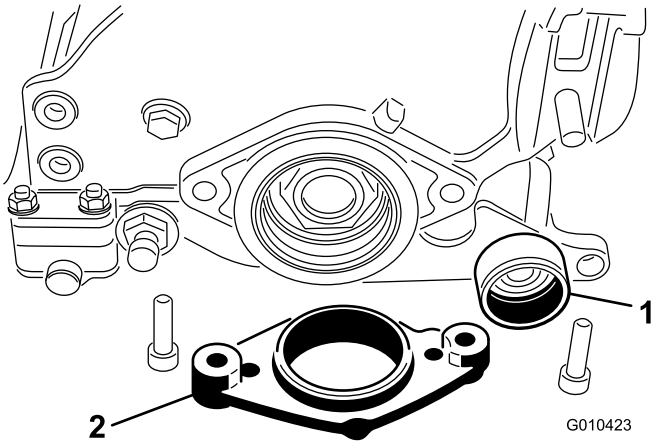

Figura 9
6. Aplique lubrificante no suporte do rolamento da placa lateral direita e na extremidade do eixo do rastelo (Figura 9).
7. Insira a outra extremidade do eixo do rastelo no suporte do rolamento da placa lateral do lado direito (Figura 9).
8. Insira a montagem do motor na placa lateral (Figura 9).
9. Prenda a montagem do motor e placa lateral na extremidade direita da unidade de corte com 2 parafusos e porcas previamente removidos (Figura 9).